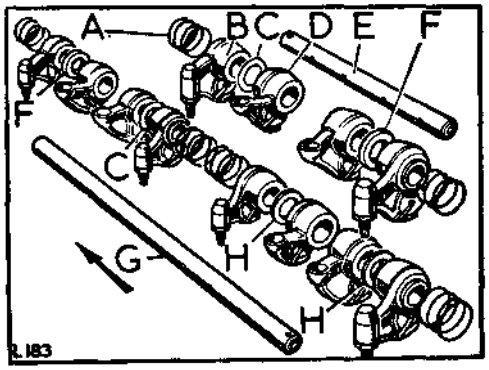

**Fig. A3-104. Arrangement of side rocker components**
1. Replace the rear rockers, cam followers, springs, spacers and shims in the order removed. Fig. A3-104 refers.
4. Fit the front rocker assembly, in the order removed. Fig. A3-104.